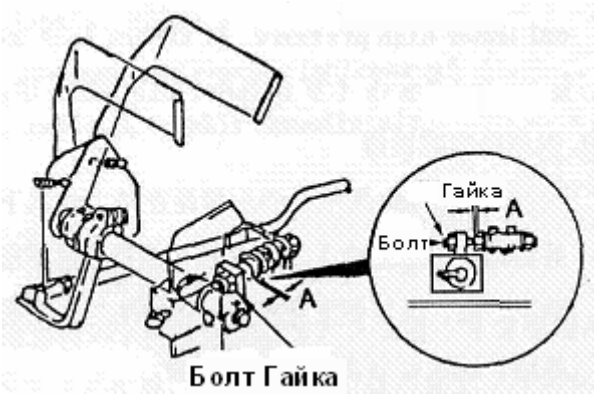

Рис. 5-37
2. Отрегулировать педаль замедлителя (Рис. 5-37).